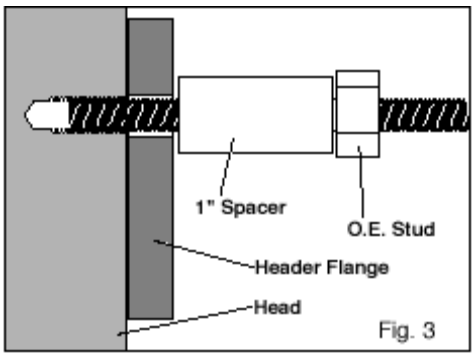

Fig. 3
8. If your vehicle does not have an O2 sensor in the rear of the manifold, use the supplied plug to seal the O2 sensor fitting in the collector of the driver's side header. Use a sealant as described below on the threads of the plug. (Optional: Prepare the header bolts by applying anti-seize to the threads.) (Small head 3/8" x 1" bolts &lock-washers included.). On the driver's side use 5 of the 3/8" x 1" bolts supplied. Reuse one of the studs in the front hole of the #1 port. Apply a thin coating of sealant to the collector dome where it mates to the lower flange. Permatex Ultra-Copper High-Temp Sealant is recommended. DO NOT use a sealant that is not designed to be used with O2 sensors. (Also note that if excessive sealant is applied, clumps may fall into the exhaust system and clog the Catalytic Converter.) Bolt the header to the head. Use the supplied bolts and lock washers on the rear 5 bolts. Do not use a lock washer on the front hole where the stud is being re-used. Use the supplied 1" tubular spacer between the header flange and the stud shoulder on the front hole. See fig.3. Torque all 6 fasteners to factory specifications (30-35 ft./lbs.).